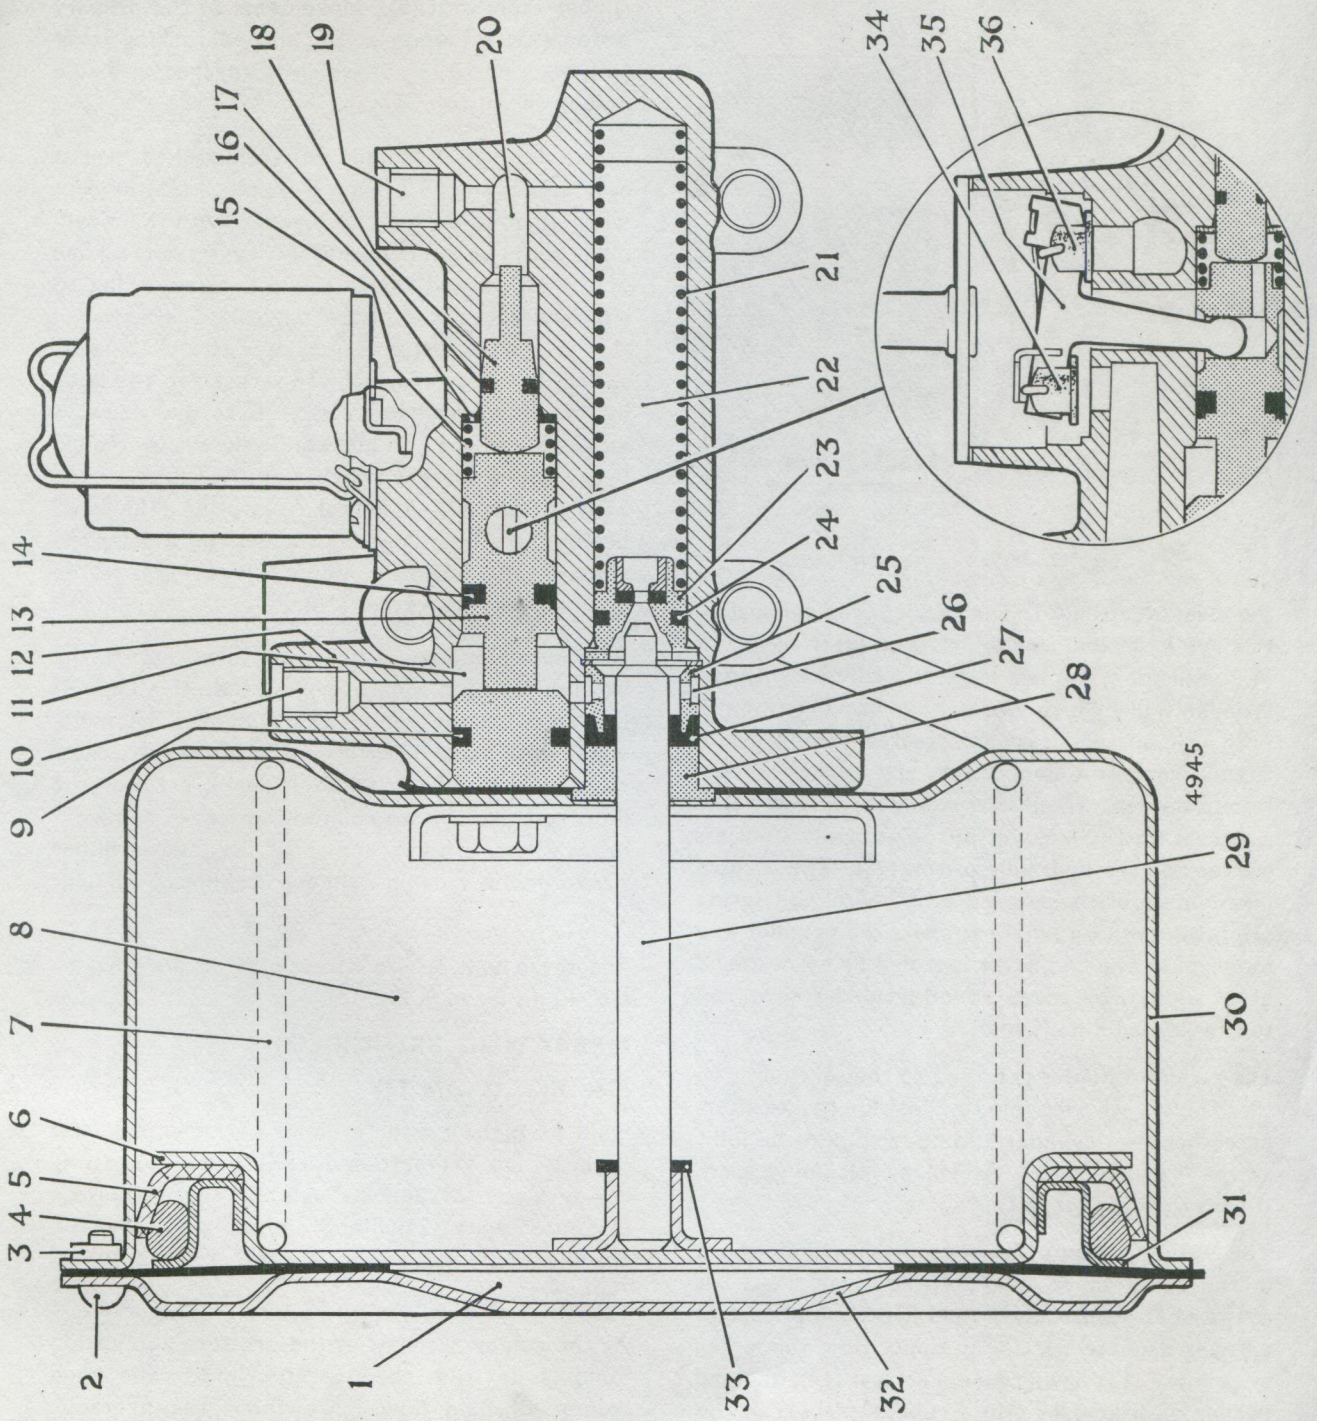

Fig. 11. *Section through servo unit*
Construction of the Vacuum Servo (Fig. 11)
(1) The Hydraulic Output Cylinder, from which the pressure is applied to the brakes (22, Fig. 11).
(2) The Vacuum Cylinder, which supplies the force required to operate the hydraulic output cylinder (30, Fig. 11).
(See figs. 11 and 13)
Fluid from the master cylinder outlet enters inlet (item 10, Fig. 11) on to cavities (11) and (26) passing the push rod (29) and through hole in servo piston (23) into cavity (22) filling operating valve piston chamber (20) on to outlet (19) to the wheel cylinders.
The increase in pressure acts on the large area of primary valve operating control operating piston (13) in chamber (11), and there is equal pressure increase on the lesser area of secondary valve operating piston (18), shown in Fig. 11. The resultant effect is for the two pistons to be moved in the direction of chamber (20).